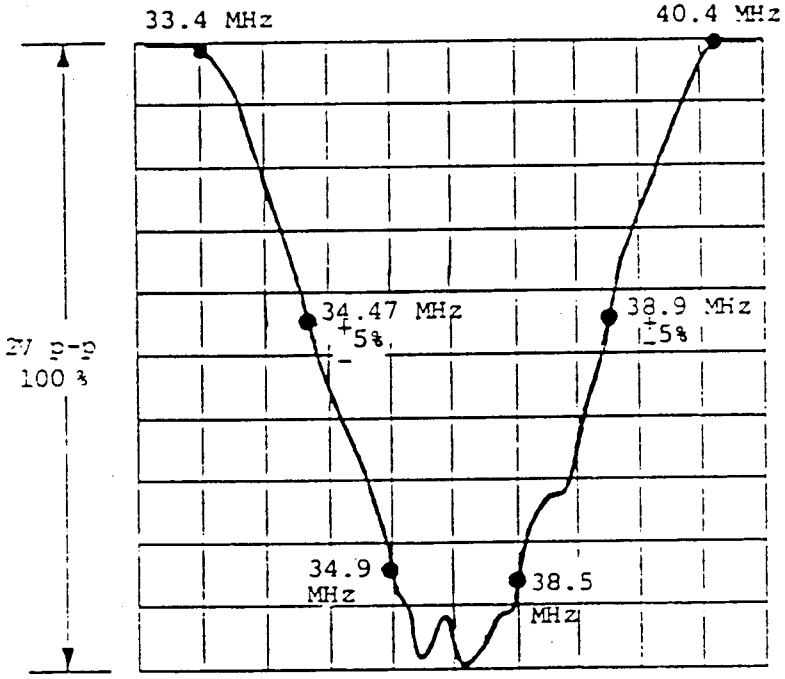

Fig.5a
5. Adjust T101 and tuner converter coil as in Fig.5a.